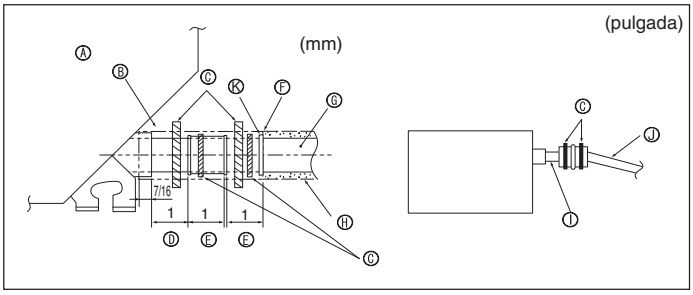

Fig. 5-2
1. Conecte el tubo de desagüe (suministrado con la unidad) al orificio de desagüe. (Fig. 5-2) (Sujete el tubo con cinta aislante y asegure la conexión conuna abrazadera.)